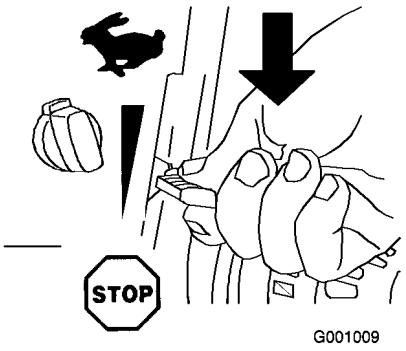

Figur 31
1. Sett gassen til Stopp-stilling (Figur 31).